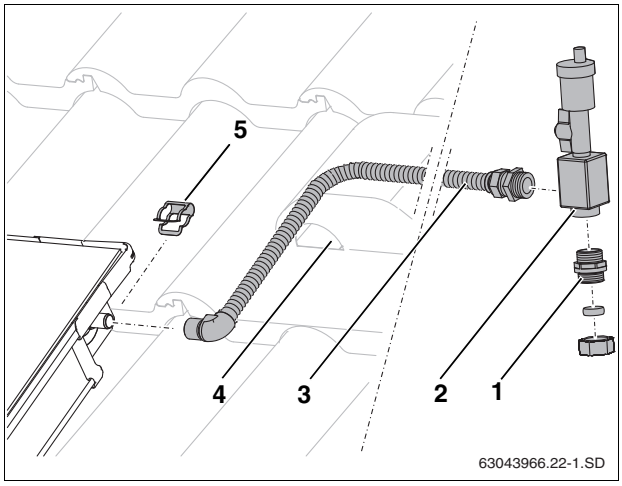

Fig. 52 Fitting the air vent valve under the roof (Insulation no shown)
- Push connection pipe (Fig. 52, [3]) onto the supply connection of the collector and secure in place using the clip (Fig. 52, [5]).
- Feed connection pipe together with the sensor cable through the penetration (Fig. 52, [4]) into the attic. The supply piping must be sloped away from the collectors toward the air vent.
- Firmly screw connection pipe (Fig. 52, [3]) and double nipple (Fig. 52, [1]) into air vent body (O-ring gasket).
- Hook the connection pipe to double nipple with compression fitting (Fig. 52, [1]).